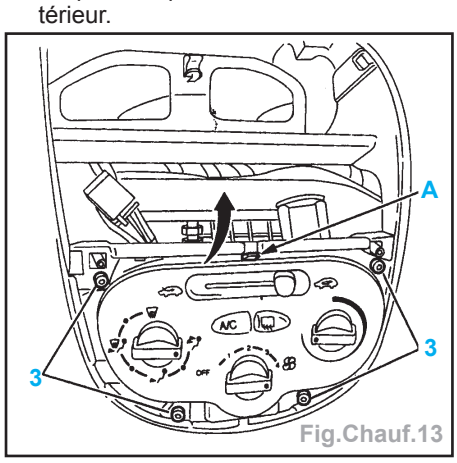

Fig.Chauf.13
- les fixations (3) (Fig.Chauf.13),